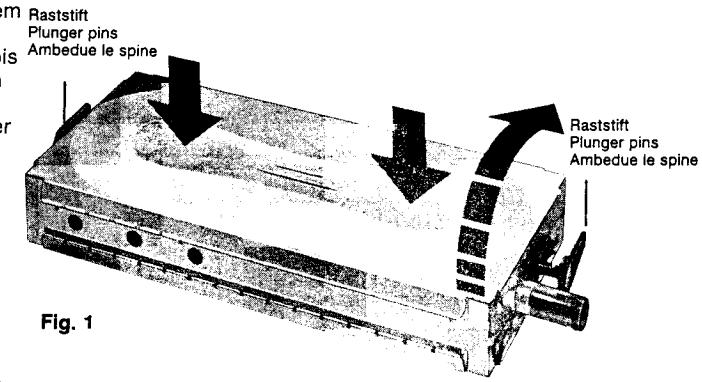

Fig. 1
Beide roten Raststifte (Fig. 1) um 90° drehen. HF- Modul aus dem Halter ziehen.
1. Mit beiden Daumen gleichzeitig auf die Blechsicke drücken bis sich die Deckelfalze aufbiegen, dann den Deckel abnehmen (Fig. 1).
Turn the two red plunger pins by 90°. Remove module from bracket (Fig. 1).
1. Apply pressure to the plate channel simultaneously with both thumbs, until the cover seaming bends, then remove cover (Fig. 1).
Ruotare ambedue le spine rosse a tenuta meccanica di 90° (Fig. 1). Estrarre il modulo dal supporto.
1. Premere con ambedue i pollici contemporaneamente sulla scanalatura della lamiera fino a che le graffature del coperchio si piegano verso l'alto, poi togliere il coperchio (Fig. 1).